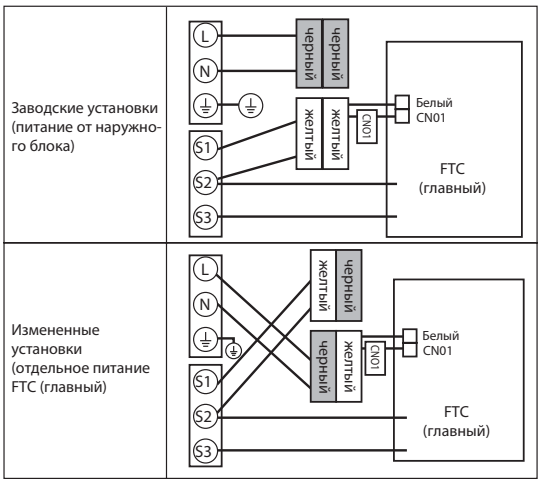

Рис. 4.1.3
- Измените подключение разъемов в блоке управления FTC (главный). (Смотрите Рис. 4.1.3)